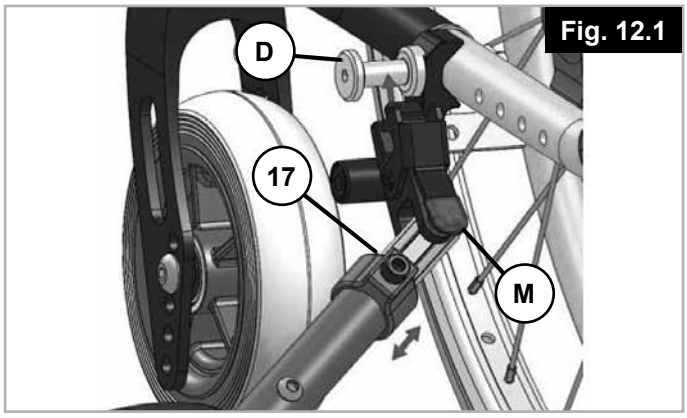

Fig. 12.1
Liberare il sistema di blocco premendo la leva rossa (M) su entrambi i lati e rimuovere dalla carrozzina il propulsore di spinta pieghevole (Fig. 12.1).